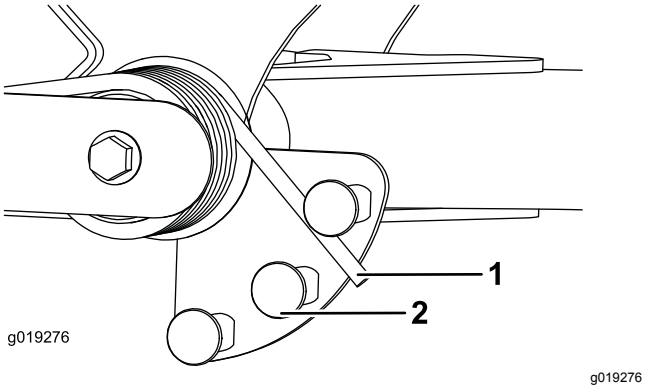

**Figur 37**
2. Sett inn et rør eller lignende objekt på den lange fjærenden og sving det rundt fjæraktuatoren til ønsket stilling (Figur 37).